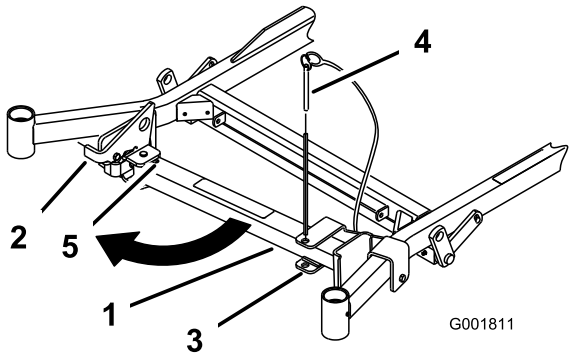
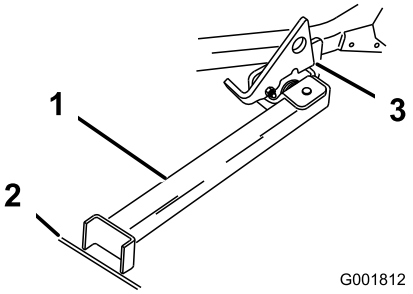

Figur 33
Figur 34
2. Ta bort fästpinnen (Figur 33).
3. Höj spärrhaken. För stativets fot utåt och skjut stativet mot maskinen, in i spårets botten (Figur 33 och Figur 34).
6. Sätt stativets fot på marken och låt spärrhaken vila på den vridbara fliken (Figur 34).
Obs: För bästa resultat ska du sätta stativfoten i fåror på underlaget eller sticka ned den i gräsmattan (Figur 34).
8. Kör upp på stativet. Stanna när spärrhaken faller ned över fliken i det låsta läget (Figur 34). När maskinen står på stativet lägger du i parkeringsbromsen och stänger av motorn.
7. Återställ stativet till viloläget (Figur 33).